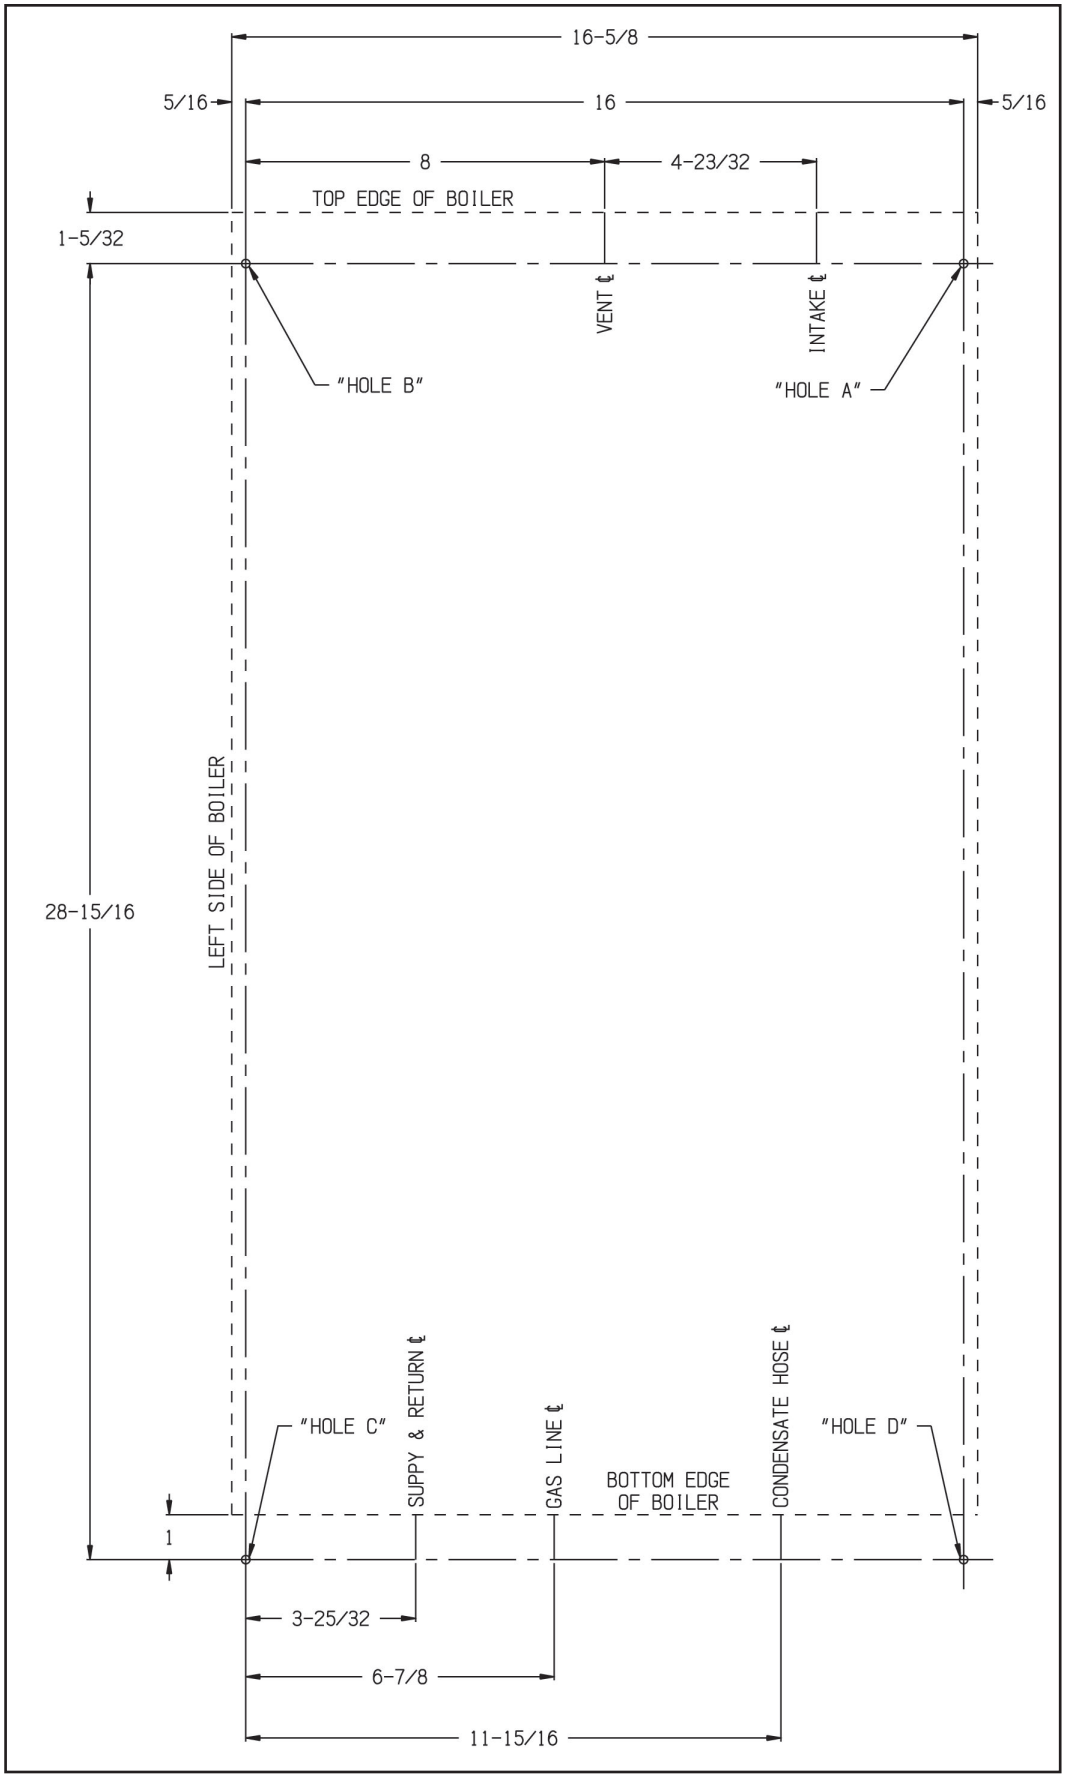

Figure 5.1 Wall Layout/Mounting Hole Location
5. Once a suitable location has been selected for the boiler, and any needed modifications have been made to the wall, use Figure 5.1 to locate holes “A” and “B”. Make sure that the horizontal centerline of these holes is level. Holes “C” and “D” may also be drilled at this time or after the boiler is hung on the wall. If the 5/16” x 2” lag screws are used, drill 3/16” pilot holes.